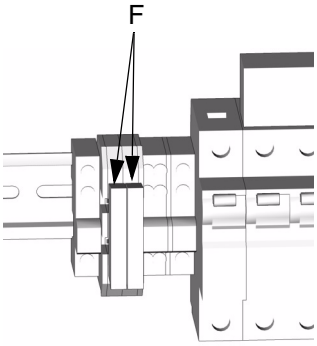

图 9. 风扇保险丝
3. 检查断路器组件左侧的保险丝（ F ），图 9。若已烧毁，则将其更换。若状态良好，则继续步骤 4。